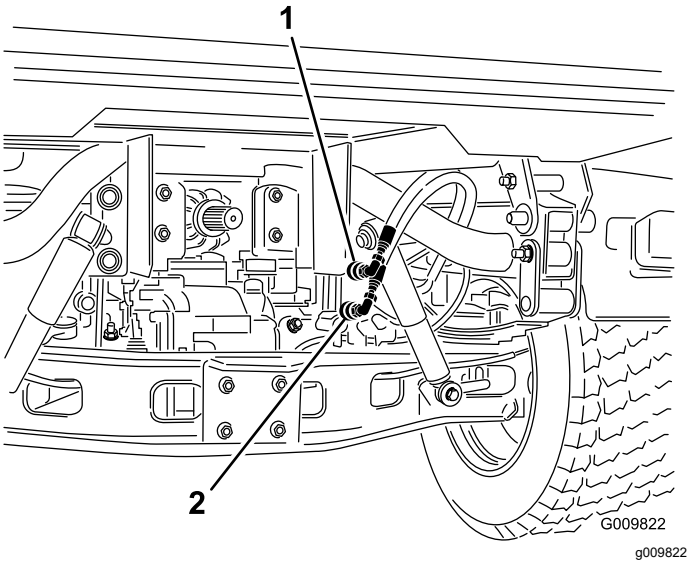

**図 74**
2. それぞれの車両で、クイックカップラホース2本を、カップラブラケットのホースから外す図 74。